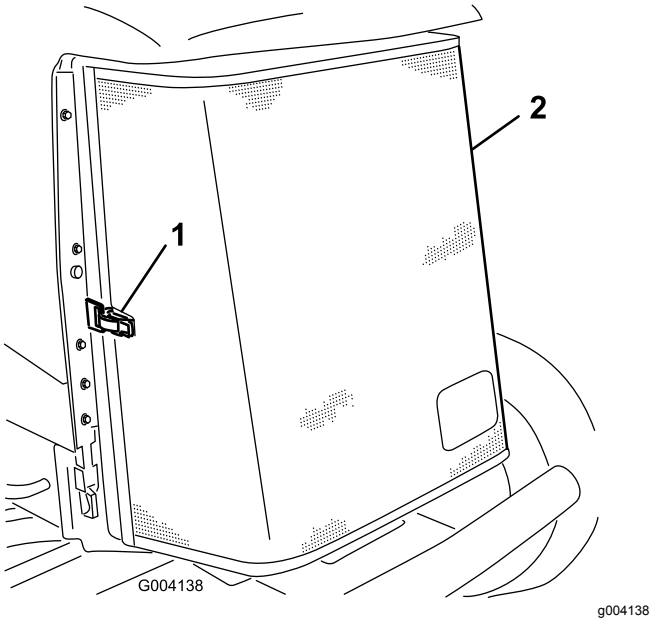

Figur 48
3. Lås opp klemmen og sving bakre skjerm åpen (Figur 48).